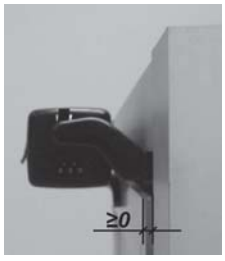

рис.1
• Проверьте, что после того, как привод был установлен расстояния между лицевой плоскостью рамы и лицевой плоскостью створки (высота наплава) **больше или равно 0мм** (рис.1). Если этого не происходит, привод не будет правильно работать, так как окно не будет закрываться должным образом.